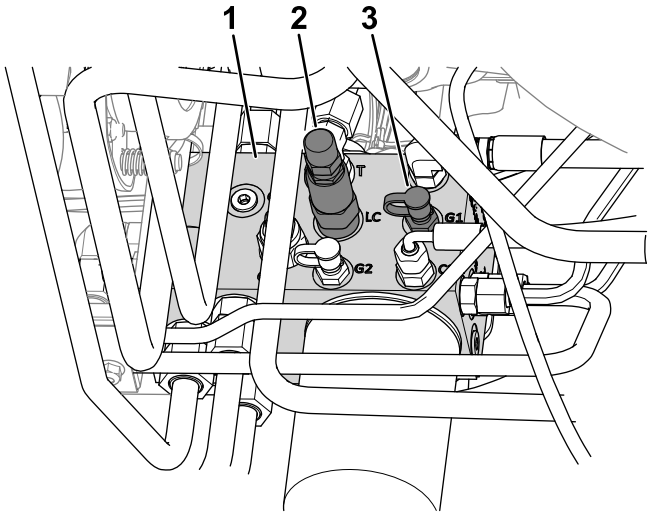

Figura 24
4. Collegate un manometro alla porta diagnostica (con l'etichetta G1; fate riferimento a Figura 24).
2. Cursore di trasferimento del peso (LC)
5. Sul lato del collettore di sollevamento, rimuovete il cappuccio dalla porta diagnostica (con l'etichetta G1; fate riferimento a Figura 24).
6. Allentate il controdado all'estremità del cursore di trasferimento peso (con l'etichetta LC; fate riferimento a Figura 24